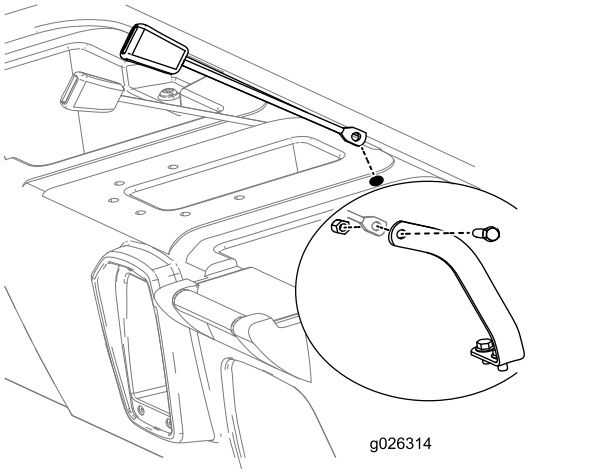

Figur 11
7. Sæt modtagerenden af hver sikkerhedsseles låseenhed i en af de nyborede huller i sædesoklen (Figur 11).
8. Løft den bageste del af sædesoklen for at få adgang, og monter modtagerenden af hver sikkerhedsseleenhed til hver sikkerhedsseleforankring med en bolt (7/16 tomme) og låsemøtrik (7/16 tomme) som vist i Figur 11.